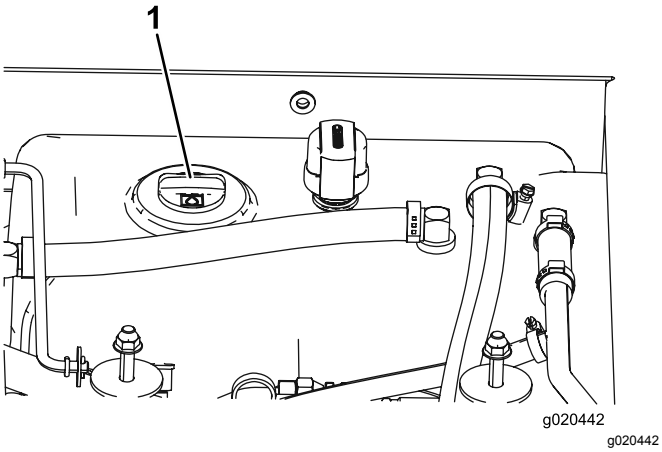

Figuur 11
3. Reinig de omgeving van de vulbuis en de dop van de hydraulische tank (Figuur 11). Verwijder de dop van de vulbuis.